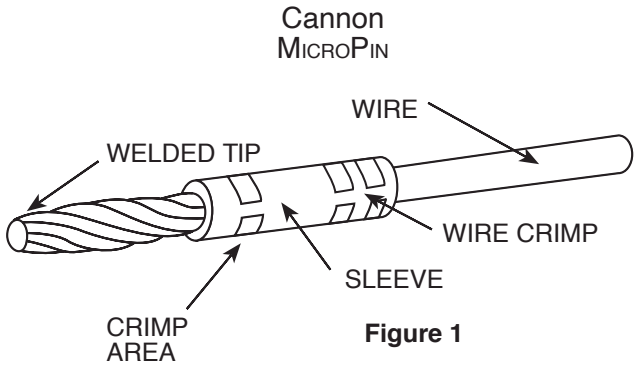

**Figure 1**
***Figure 1** - The Twist Pin Contact System consists of several stranded cores making up the wire bundle. The strands are subsequently heat treated and a weld is performed on the tip of each contact. Crimp sleeves are then inserted over the contact and crimp areas are defined to produce a seamless crimp system. The Twist Pin Contact System is referred by ITT Cannon as a Pos-A-Line contact alignment system. Our reference to this system identifies that the flexible Twist Pin is recessed into the insulator and the rigid socket is exposed thus reversing the traditional positions of the pin and socket. During the mating sequence, the socket is guided into the pin insulator by the lead-in chamfer. The pin is kept from flexing beyond the socket capture radius by the walls of the cavity. The hemispherical weld of controlled radius at the tip of the pin combines with the lead-in chamfer of the socket contact and the pin insulator to cam the pin in alignment. ITT Cannon has developed a very robust Six Sigma manufacturing process that controls the welding process as well as the dimensions of the socket contact and insulator material. The net result is a contact system that makes it impossible for the recessed pin to escape the socket capture radius.